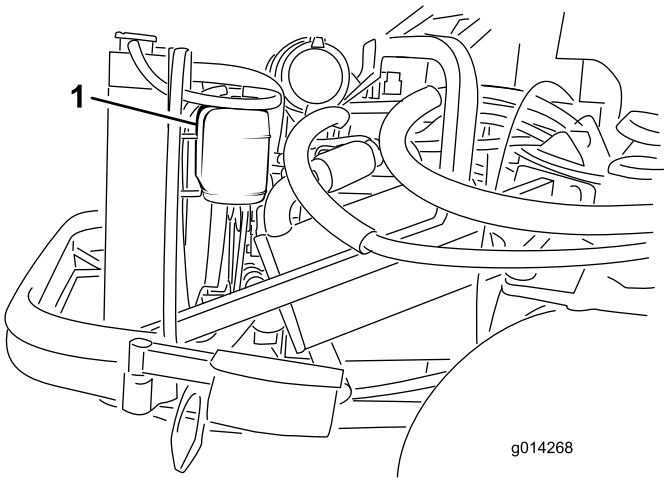

Figuur 53
1. Controleer het koelvloeistofpeil in de expansietank (Figuur 53). Het koelvloeistofpeil behoort tussen de markeringen op de zijkant van de tank te staan.